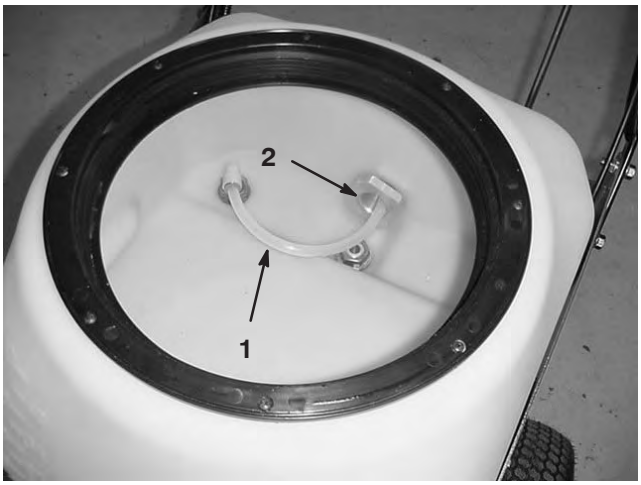

Figura 30
4. No interior do depósito de tinta, insira a tubagem de agitação dentro da válvula de drenagem, conforme ilustrado na figura 30.